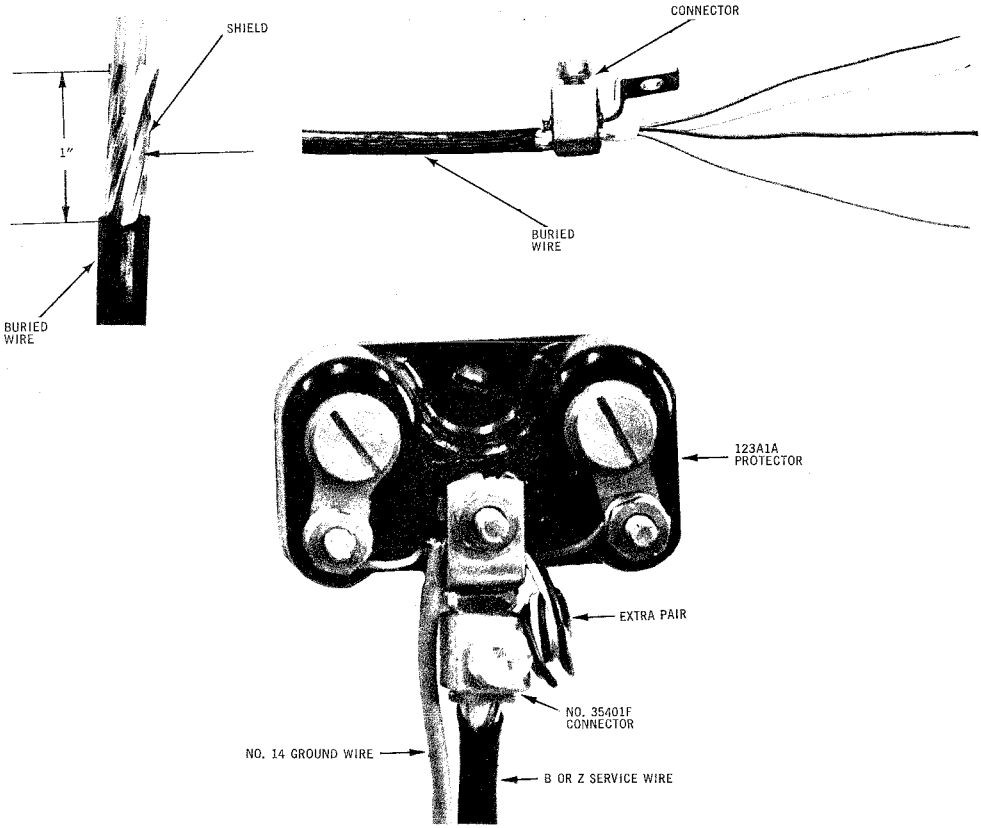

Fig. 15 — Buried Installation With 123 Type Protectors
4.19 Cut off the exposed armour on B or Z Service wire to a point 1 inch from the outer jacket. (Fig. 15) Remove the inner jacket leaving about ⅛ inch beyond the end of the armour.
4.20 Insert the wire into the 35401F Connector centering the armour in the barrel. Tighten the bolt with a screwdriver. (See Fig. 15).
4.21 Place the pronged washer on the ground lug between the ground wire and the connector. Place the brass washers and nut on top of the connector and tighten the nut with the 216B or equivalent tool. (See Fig. 15).